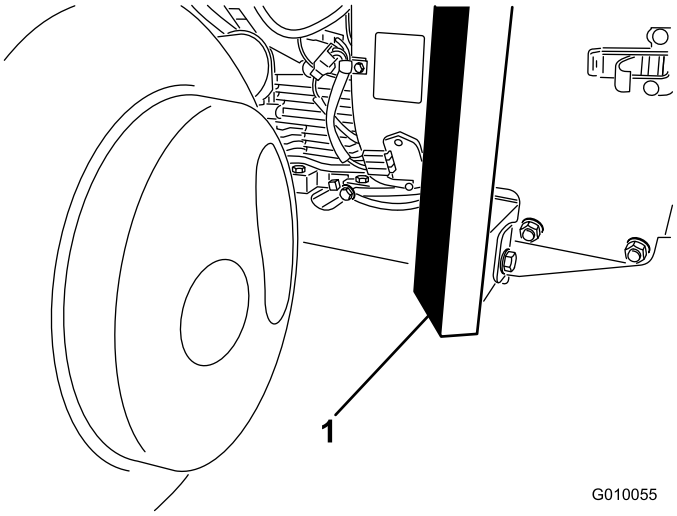

Figure 40
2. Placez le cric correctement sous l'avant du châssis (Figure 40).